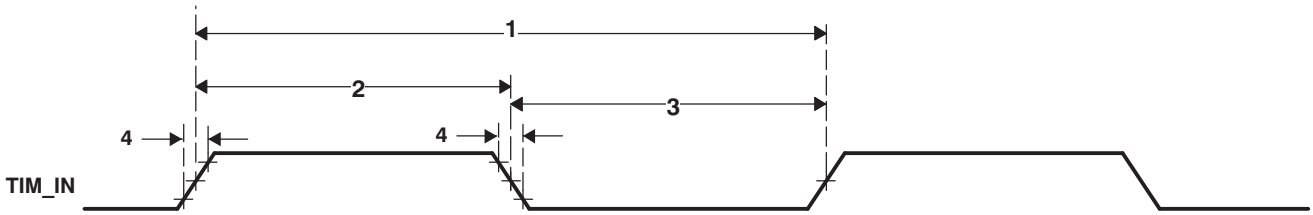

Figure 6-54. Timer Input Timing
Table 6-84. Timing Requirements for Timer Input(1) (2) (see Figure 6-54)